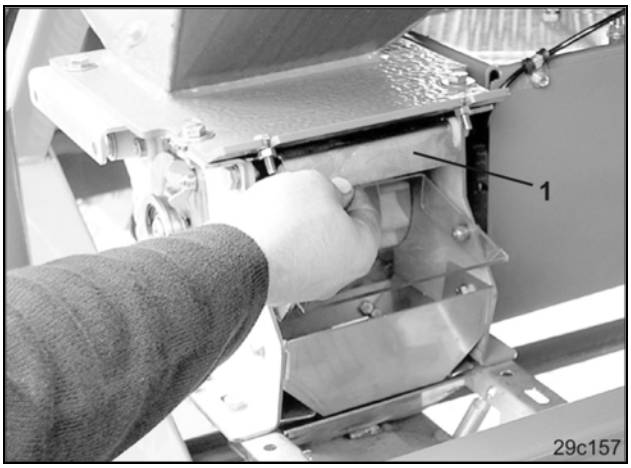

図 71
- 種子用タンクから種子が流れ出ないように、シャッター（図 71/1）を閉じます。
- 図（図 71）ではシャッターが開いています。
シャッター（図 71/1）を開きます！